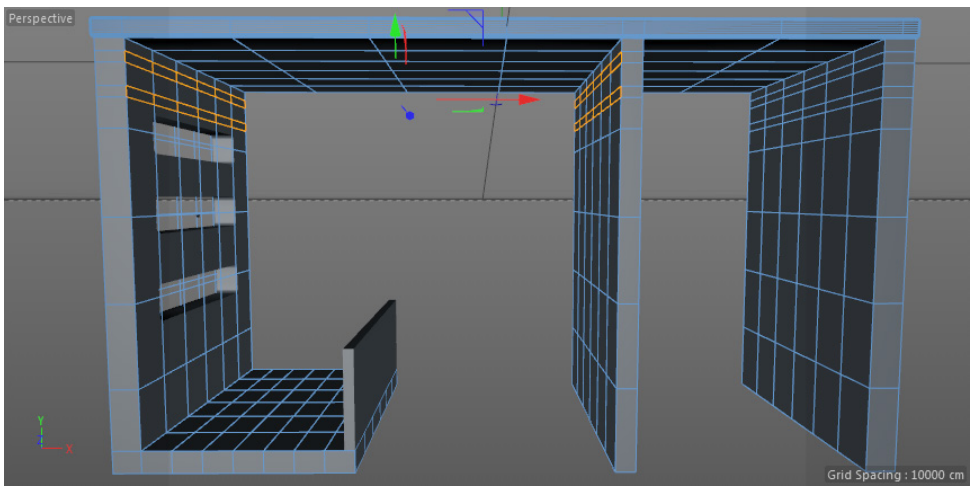

Figure 3-28 *The selected polygons of Computer table*
4. Press F1; the Perspective viewport is maximized. Choose the **Polygons** tool from the Modes Palette; *Computer table* is displayed in the polygon mode. Choose the **Brush Selection** tool from the Command Palette and make sure that the **Visible Only** check box is selected. Now, select the polygons of both sides of *Computer table*, as shown in Figure 3-28.